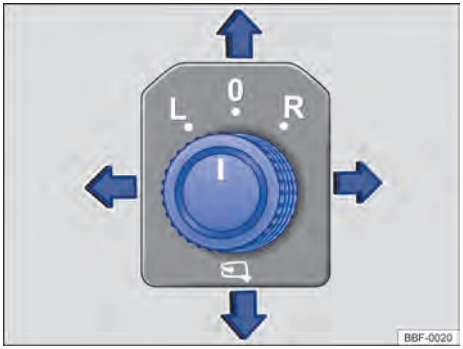

Fig. 84 Na porta do condutor: botão rotativo de ajuste dos espelhos retrovisores externos elétricos.
– Girar o botão rotativo na porta do condutor até o símbolo desejado → Fig. 84.